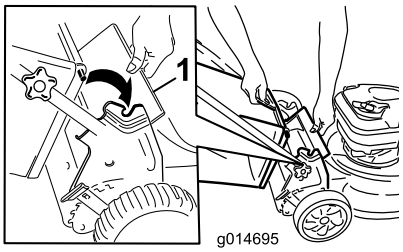

Figura 13
1. Levante el deflector trasero (Figura 13).
2. Introduzca el asa de la bolsa de recogida en las muescas de los soportes del manillar (Figura 13).